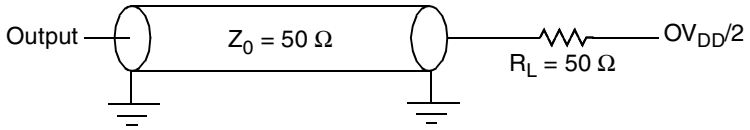

Figure 14. Local Bus C Test Load
Figure 14 provides the AC test load for the local bus.
1. All outputs are measured from the midpoint voltage of the falling/rising edge of t_{TCLK} to the midpoint of the signal in question. The output timings are measured at the pins. All output timings assume a purely resistive 50-Ω load (see Figure 14). Time-of-flight delays must be added for trace lengths, vias, and connectors in the system.
2. The symbols used for timing specifications follow the pattern of $t_{\text{(first two letters of functional block)(signal)(state)(reference)(state)}}$ for inputs and $t_{\text{(first two letters of functional block)(reference)(state)(signal)(state)}}$ for outputs. For example, t_{JTDVKH} symbolizes JTAG device timing (JT) with respect to the time data input signals (D) reaching the valid state (V) relative to the t_{JTG} clock reference (K) going to the high (H) state or setup time. Also, t_{JTDXKH} symbolizes JTAG timing (JT) with respect to the time data input signals (D) went invalid (X) relative to the t_{JTG} clock reference (K) going to the high (H) state. Note that, in general, the clock reference symbol representation is based on three letters representing the clock of a particular functional. For rise and fall times, the latter convention is used with the appropriate letter: R (rise) or F (fall).